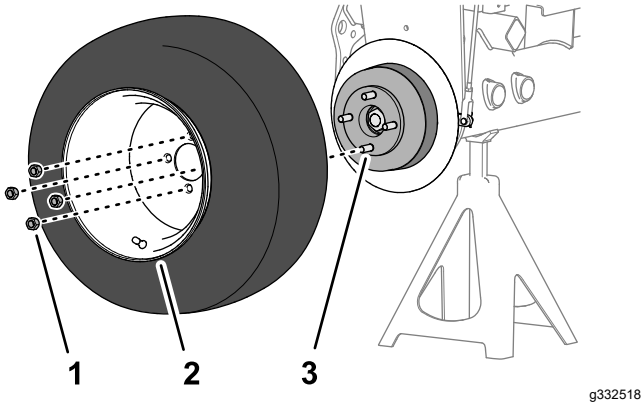

**Figur 88**
1. Montera hjulet på navet med de fyra hjulmuttrarna (Figur 88) och dra åt hjulmuttrarna för hand.